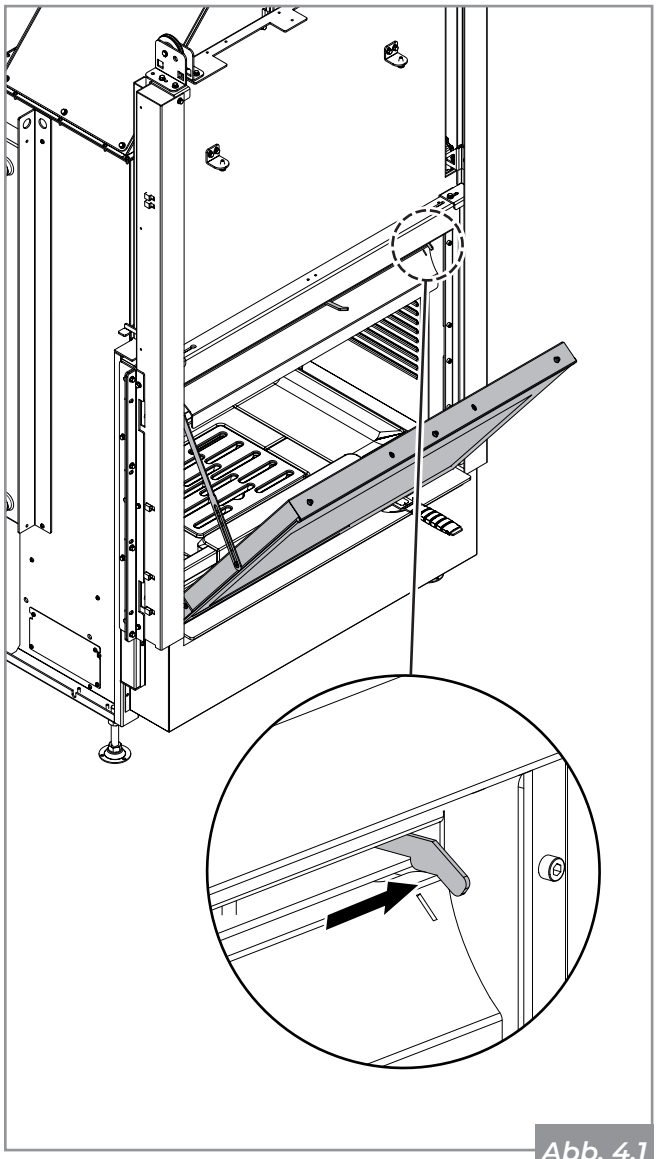

Abb. 4.1
2. Die Glasreinigungsluft einstellen (ganz offen), wie in **Abb. 4.1** angegeben.